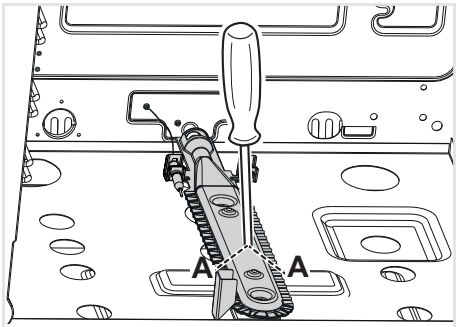

Fig. 7.6
- Unscrew and remove the burner securing screws “**A**” (fig. 7.6).